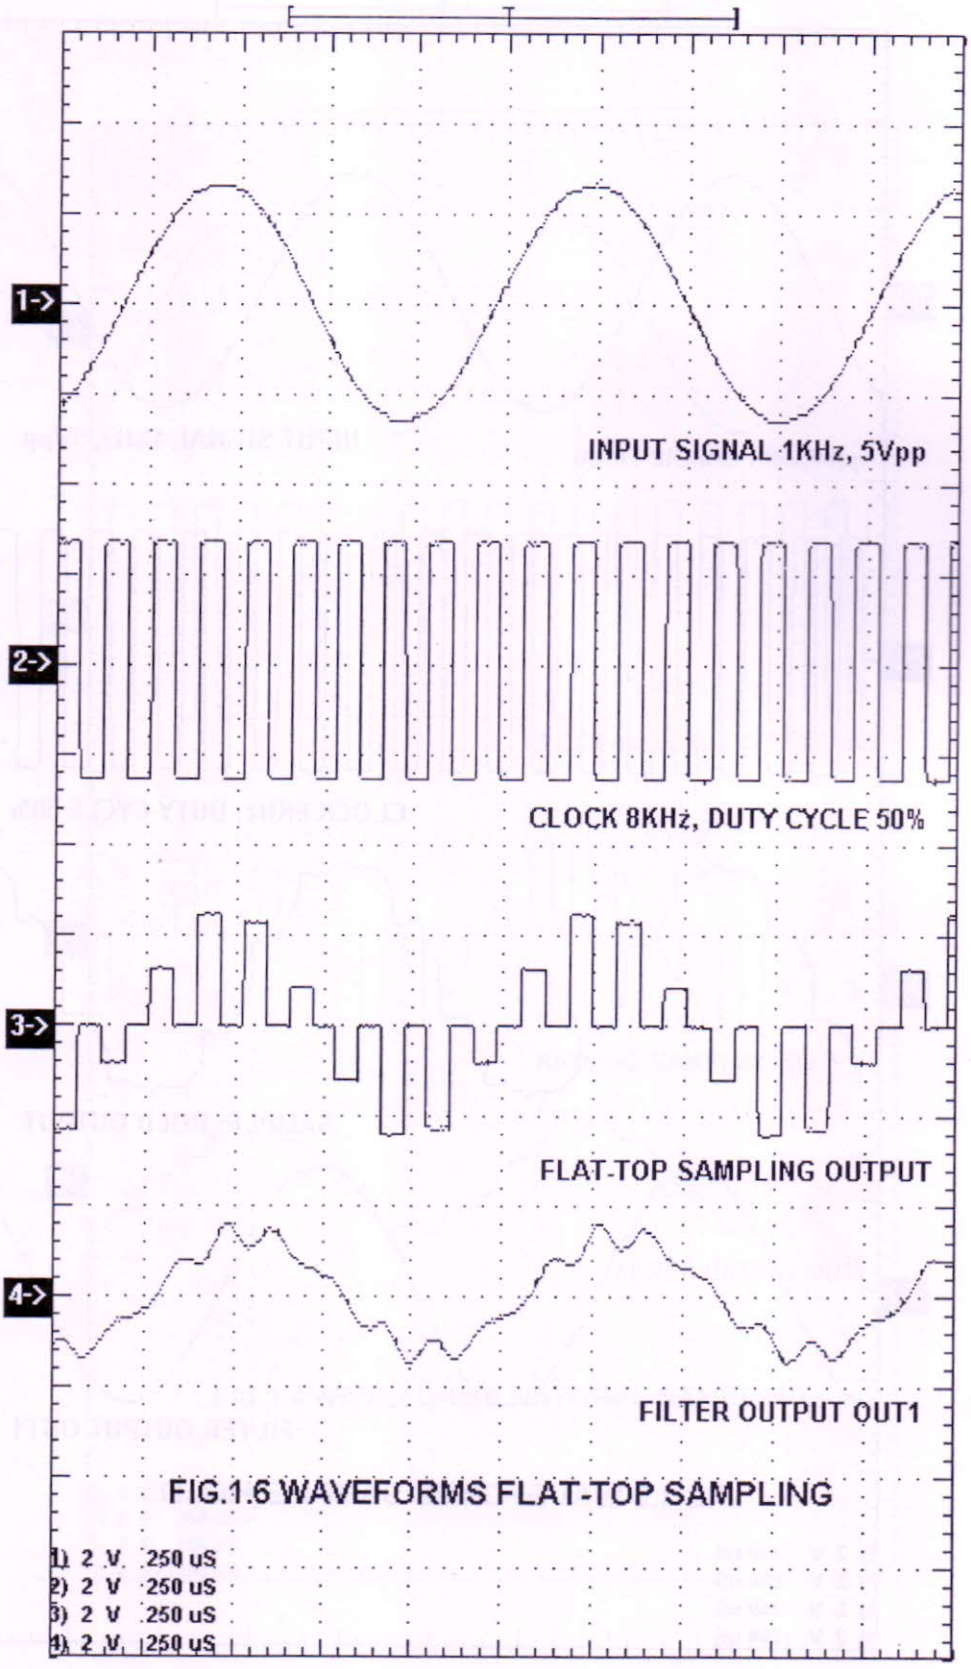

FIG.1.6 WAVEFORMS FLAT-TOP SAMPLING
7. Connect the **OUT** post of the flat top sampling block to the input **IN 1** of the 2nd Order Low Pass Butterworth Filter and take necessary observation as mentioned below. (Fig. 1.6)